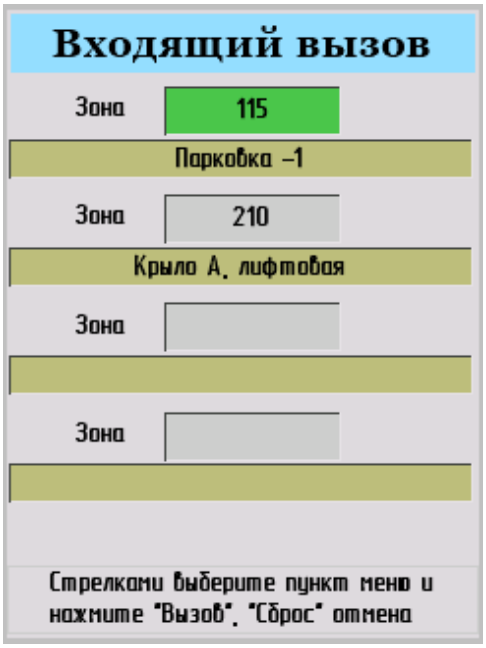

Рис. 6.1
6.2 При обратном вызове на ВП необходимо нажать кнопку, при этом на СДС-ПД откроется окно входящих вызовов (рис. 6.1).